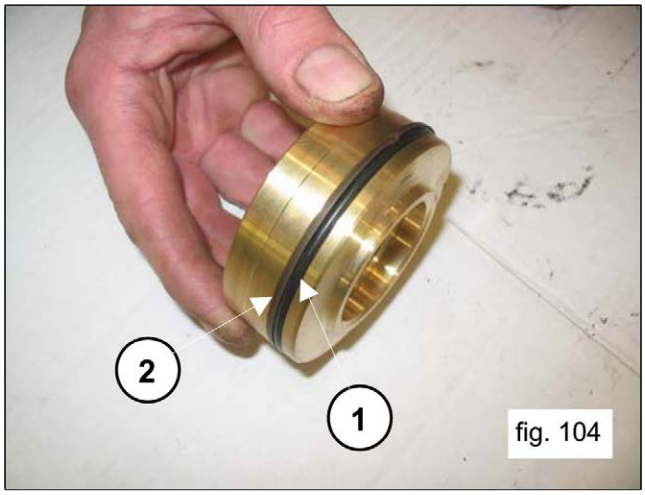

fig. 104
Assemble the O-ring, exploded view item 17 in Owner's Manual, (1, fig. 104) and the anti-extrusion ring, exploded view item 21 in Owner's Manual (2, fig. 104) on the delivery valve plug.